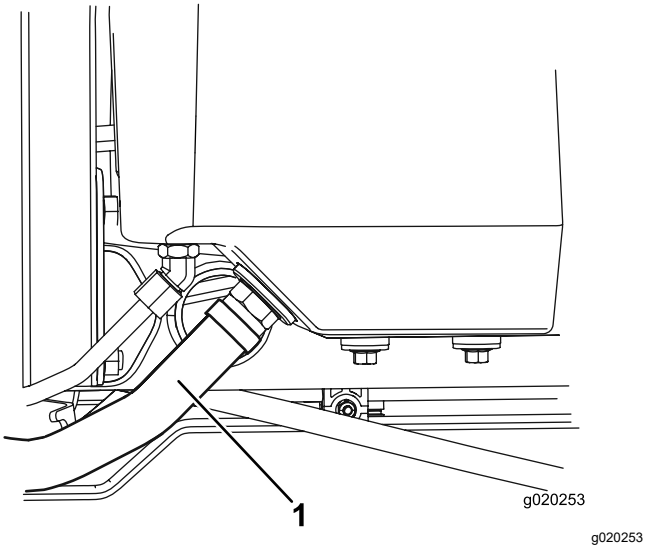

Figur 79
2. Frakobl den store hydraulikslange (Figur 79) fra beholderen, og lad hydraulikvæske løbe ned i en drænbakke.